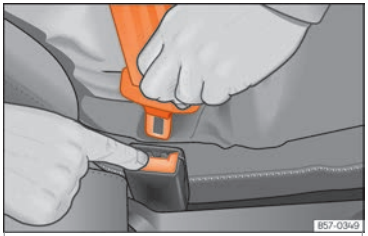

Abb. 11 Schlosszunge vom Gurtschloss lösen.
- Rote Taste im Gurtschloss drücken ››› **Abb. 11**. Die Schlosszunge springt heraus.